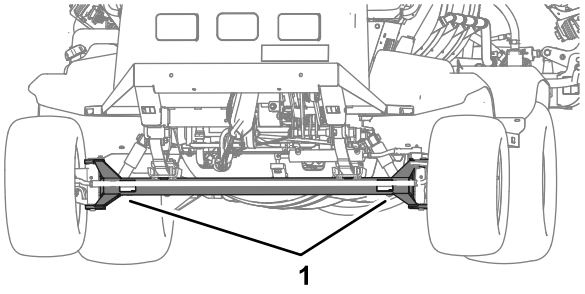
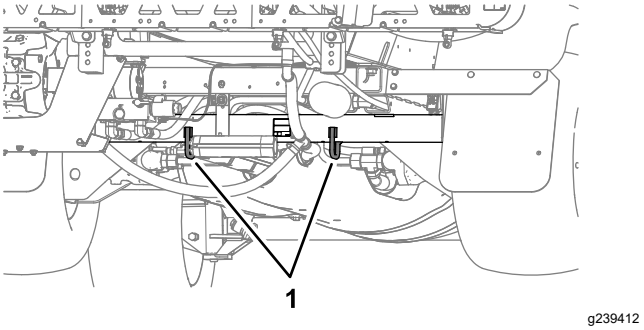

Bild 58
Bild 59
- Befestigen Sie die Maschine sicher am Transportfahrzeug; in Bild 58 und Bild 59 sind die Vergurtungsstellen an der Maschine abgebildet.